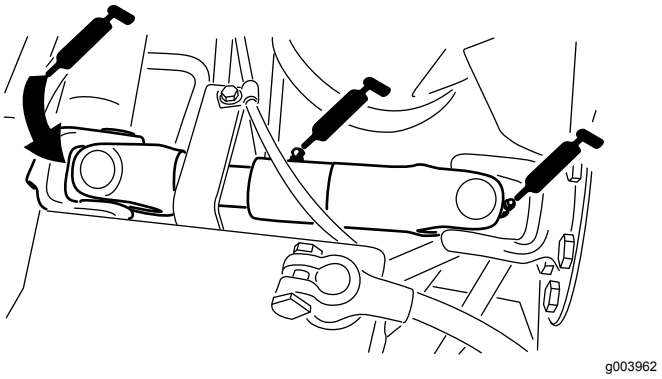

**Figur 43**
- Pumpdrivaxelns U-led (3) (Figur 43)